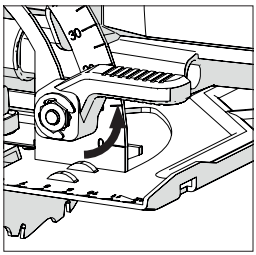

Fig. 13
- Slăbiți mecanismul de blocare a unghiului aflat în partea frontală a uneltei, trăgând în sus de clapetă. **(Fig. 13)**